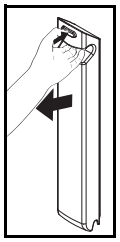

Fig. 3
4) Quand la batterie est totalement chargée, retirer la batterie du chargeur. Pour cela, enfoncer le bouton rouge, et tirer le bloc-batterie vers vous (voir Fig. 3). La LED verte reste allumée pour indiquer que le chargeur est sous tension.